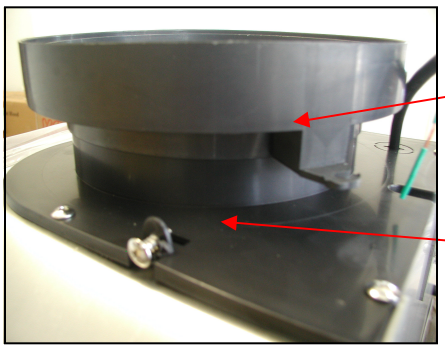

Figure 7
6. For 7” round ductwork, attach the 7” round duct adapter (provided) to the 6” round plastic exhaust on the hood. Refer to Figure 7.